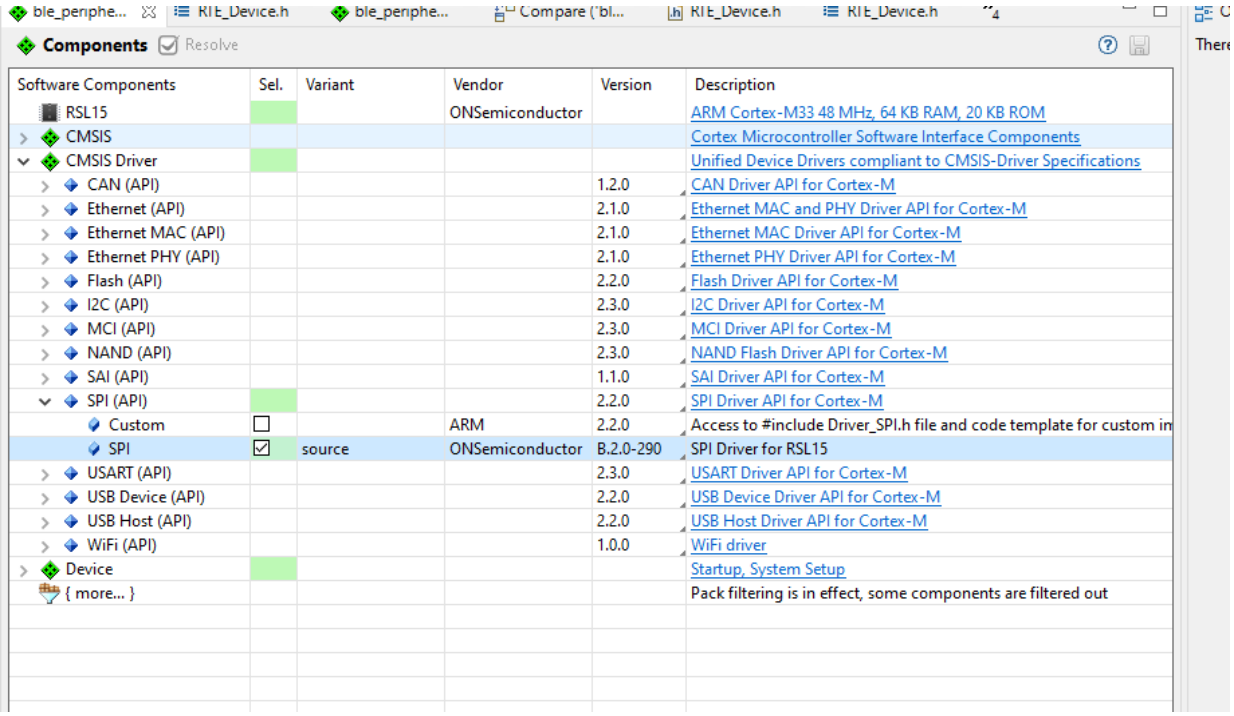

**Figure 10. Selecting the Components**
2. Select the desired components (for example, SPI), as shown in the "Selecting the Components" figure (Figure 10). Save the changes.